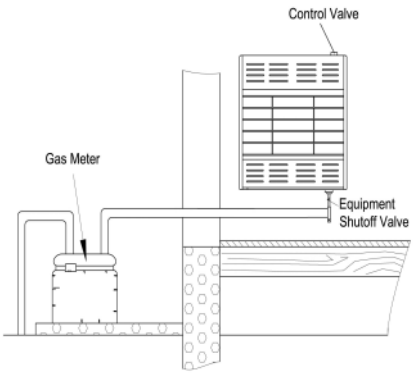

Figure 15 -Checking Gas Joints
3. Check all joints from gas meter to equipment shutoff valve (see Figure 15).Apply mixture of liquid soap and water to gas joints. Bubbles forming show a leak.
4. Check all joints from equipment shutoff valve to control valve (see Figure 15). Apply mixture of liquid soap and water to gas joints. Bubbles forming show a leak.